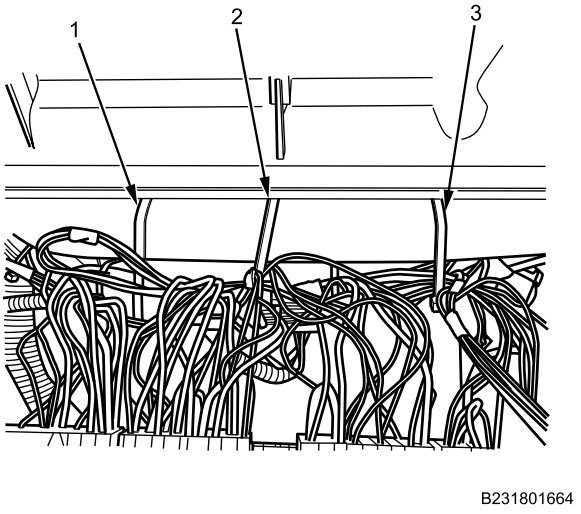

Figure 26. IP Wiring Harness Cable Lock Straps.
20. Install three new wiring harness cable lock straps (Figure 26, Item 1 through 3) on IP wiring harness bundle and IP brace through IP right side closeout opening.